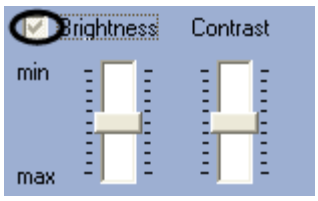

Figure 8.4-18 Activated manual adjustment mode with auto optimization activated
6. To go to the manual brightness and contrast adjustment with auto optimization mode, check the checkbox next to the “Brightness” and “Contrast” sliders (Figure 8.4-18).